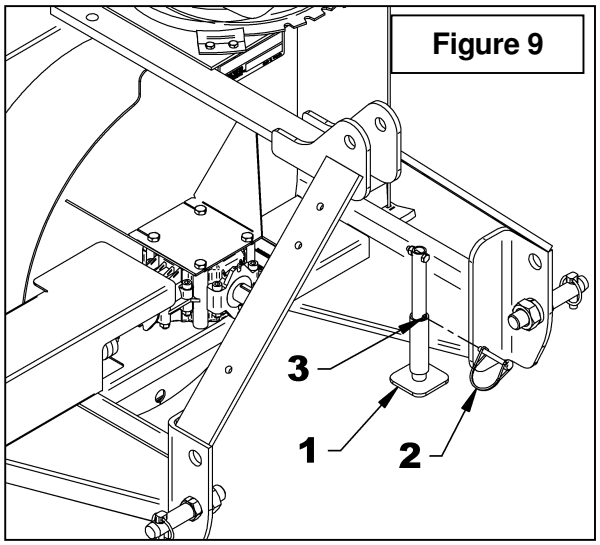

Figure 9
2. **Figure 9:** Remove the wire round lock pin (item 2), lower the parking stand (item 1) completely to the ground to release all pressure from the three-point and reinsert the wire round lock pin in the lower hole (item 3).
2. **Figure 9:** Remove the wire round lock pin (item 2), lower the parking stand (item 1) and reinsert the wire round lock pin in the lower hole (item 3).